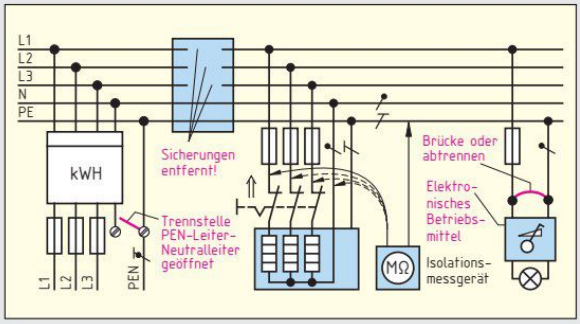

Bild 2: Isolationswiderstandsmessung (Prinzip)
10. In einer Anlage **(Bild 2)** soll der Isolationswiderstand gemessen werden.